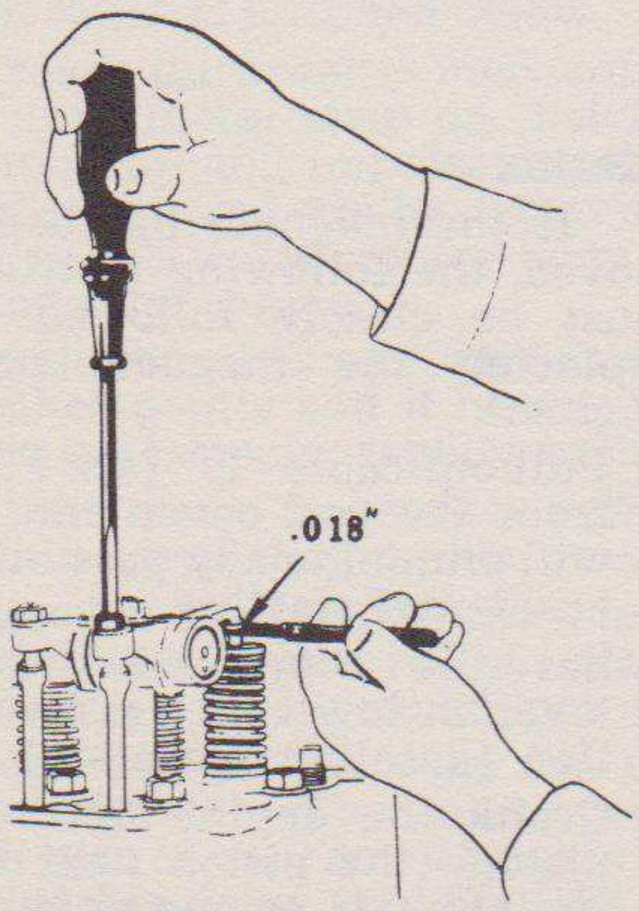

Fig. 18—Gauging Valve Levers with a Feeler Gauge.
7. Loosen the lock nut and adjust screw in valve lever so that gauge slips snugly between end of valve lever and valve stem *(see Fig. 18.)* Tighten lock nut and recheck clearance.